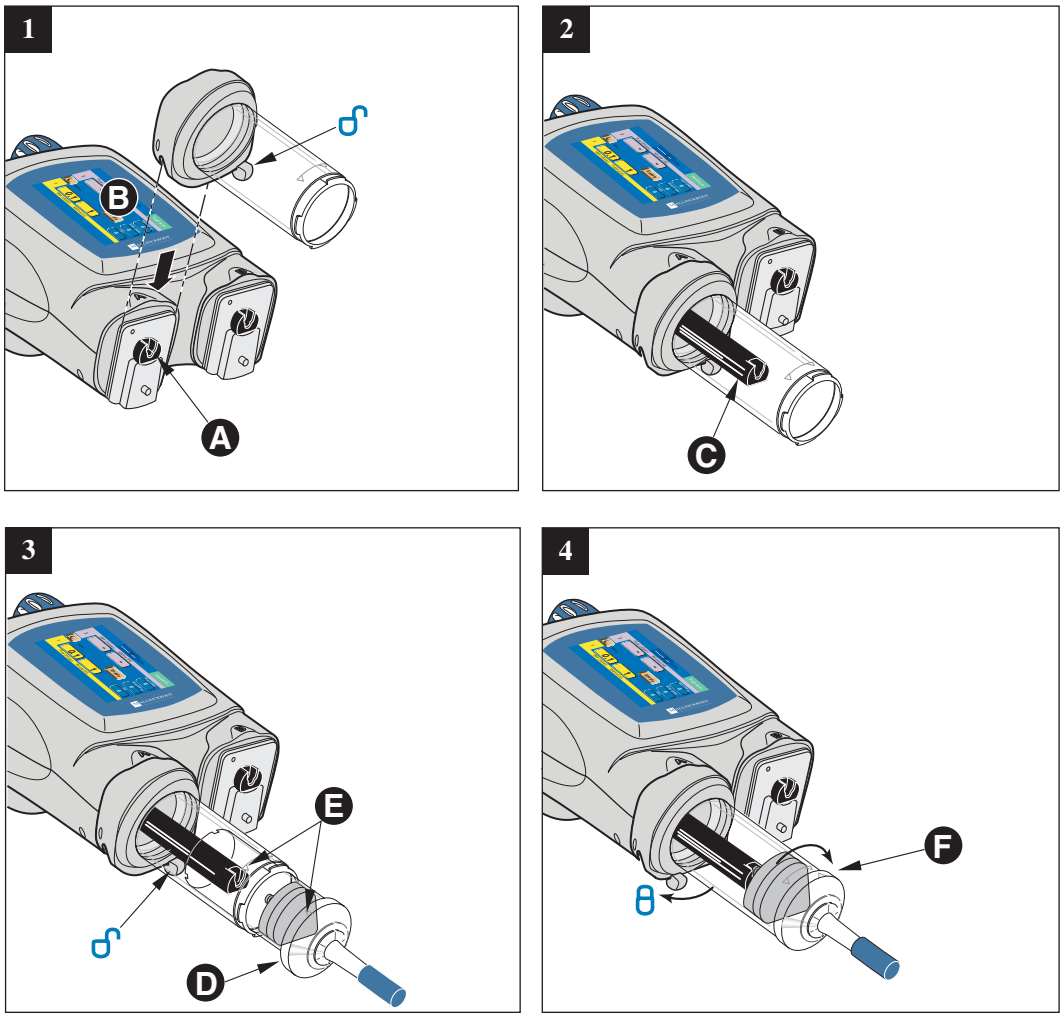

Figure 4-2-2 Load 200 mL Syringe (A-side Only)
Refer to Figure 4-2-2.
1. Move the desired ram to the fully retracted position A (A-side is shown in Figure 4-2-2). Rotate the pressure sleeve lever to the unlock position. Slide the 200 ml pressure sleeve onto the front plate mount of the powerhead B. Press the [Continue] key on the powerhead display to allow the ram to move forward to lock the faceplate in place and home the ram.